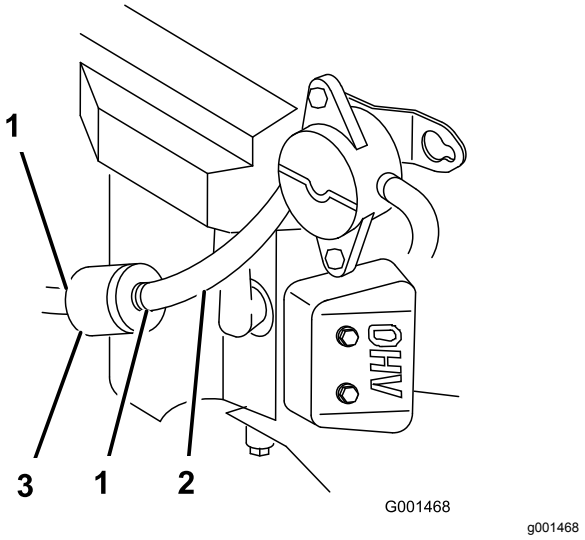

**Figur 31**
4. Kläm ihop ändarna på slangklämmorna och skjut bort dem från filtret (Figur 31).